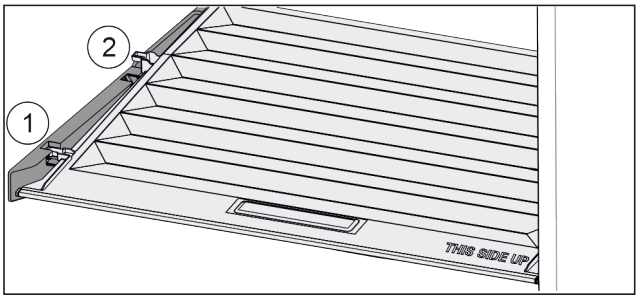

Fig. 40
▶ Pull the lid up at the front in the retaining parts to the opening *Fig. 40 (1)*.
▶ Lift from the back and pull it up and out *Fig. 40 (2)*.